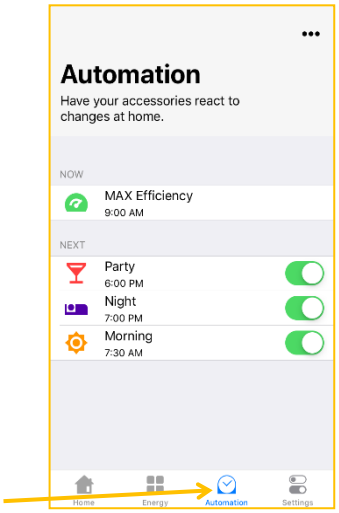

Figure 55
10.13.1. Click at **Automation** menu option for operating scenarios of BLINDS *(Fig. 55)*.